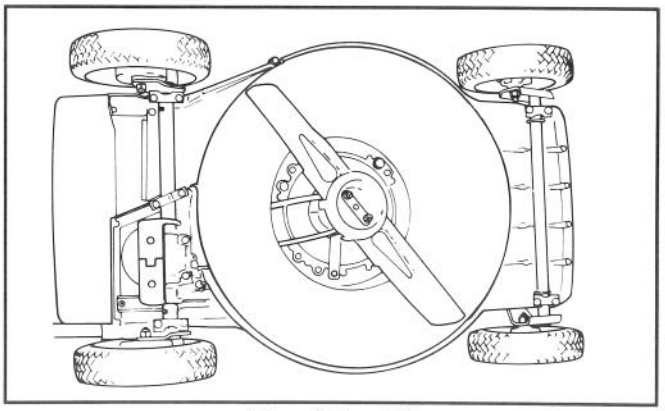

**Afbeelding 30**
**2.** Leg de maaier op zijn linker zijde (Afb. 30). Pas op dat het mes niet draait. Dit kan tot problemen bij het starten leiden.